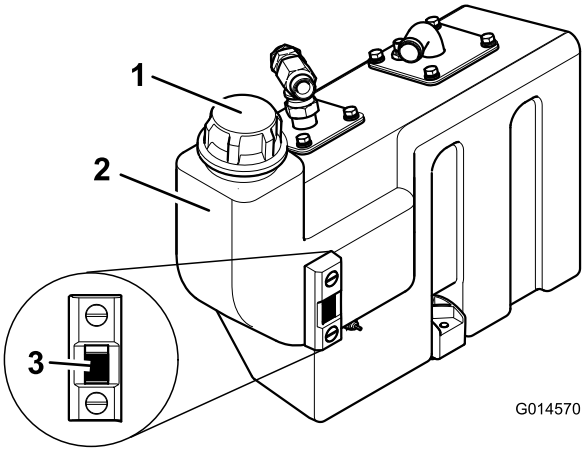

Rysunek 29
3. Jeżeli konieczne jest dolanie oleju hydraulicznego, oczyść obszar wokół szyjki wlewu i korka zbiornika hydraulicznego (Rysunek 29), a następnie odkręć korek.